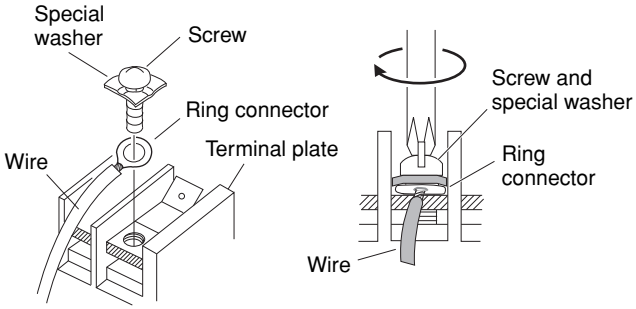

Fig. 30
(4) Place the ring connector wire, and replace and tighten the removed terminal screw using a screwdriver. (Fig. 30)